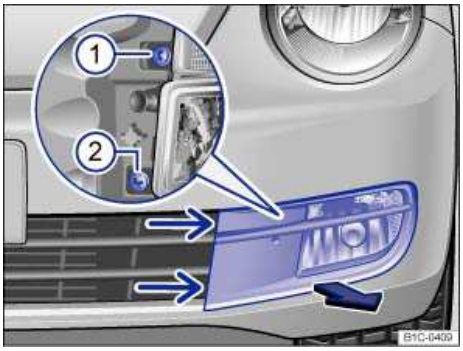
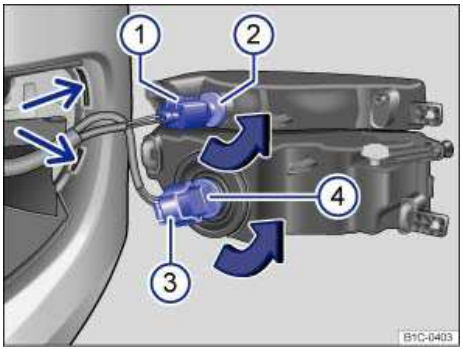

Fig. 179 In front left bumper: Removing the light assembly.
Fig. 180 Replacing light bulbs in the front bumper.
Turn signal ⇒ fig. 180 (2)	**Front fog light / Cornering light (4)**
2.	Pull the cover forward slightly at the retainers (small arrows) ⇒ fig. 179 using the wheel cover clip from the vehicle tool kit until the retainers release.
4.	Unscrew the fastening screws (1) and (2) with the flat blade of the screwdriver from the vehicle tool kit
5.	Tilt the headlight assembly slightly forward and pull out of the mounts ⇒ fig. 180 (small arrows).
Turn signal ⇒fig. 180 (2)	**Front fog light / Cornering light (4)**
6.	Release the connector (1) and pull it off. Use the flat blade of the screwdriver from the vehicle tool kit, if necessary.	Release the connector (3) and pull it off.
7.	Turn the bulb holder (2) as far as it goes to the left and pull it out together with the light bulb to the rear.	Turn the bulb holder (4) as far as it goes to the left and pull it out together with the light bulb to the rear.
10.	Attach the connector (1) to the bulb holder (2). The connector must latch with a “click.”	Attach the connector (3) to the bulb holder (4). The connector must latch with a “click.”
12.	Tighten the fastening screw ⇒fig. 179 (1) and (2) with the screwdriver.